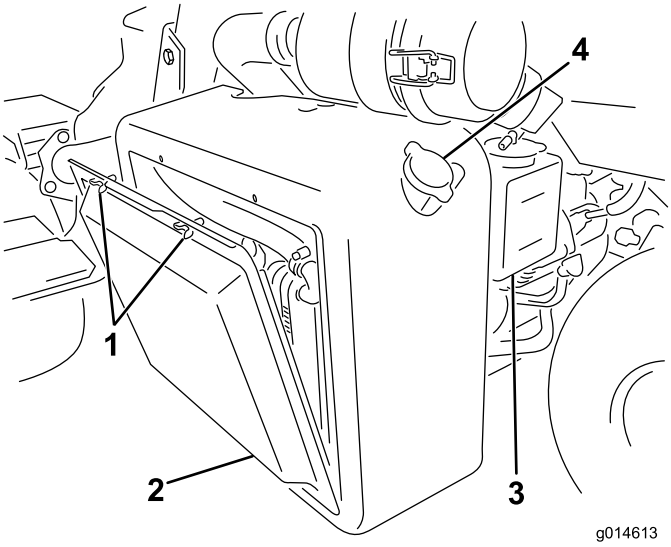

Figur 54
1. Ta av radiatorskjermen (Figur 54).